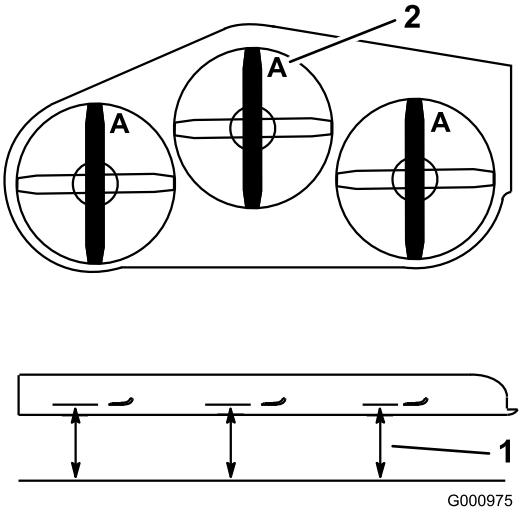

Figur 79
3. Vrid knivarna tills ändarna vetter framåt och bakåt. Mät från ett jämnt underlag till eggen, läge **A**, på knivarna (Figur 79). Anteckna måttet.